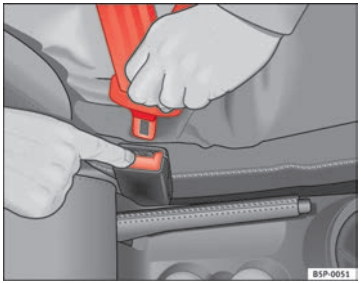

Fig. 16 Removing latch plate from buckle
– Press the red button on the belt buckle ⇒ fig. 16. The latch plate is released and springs out ⇒ ⚠.